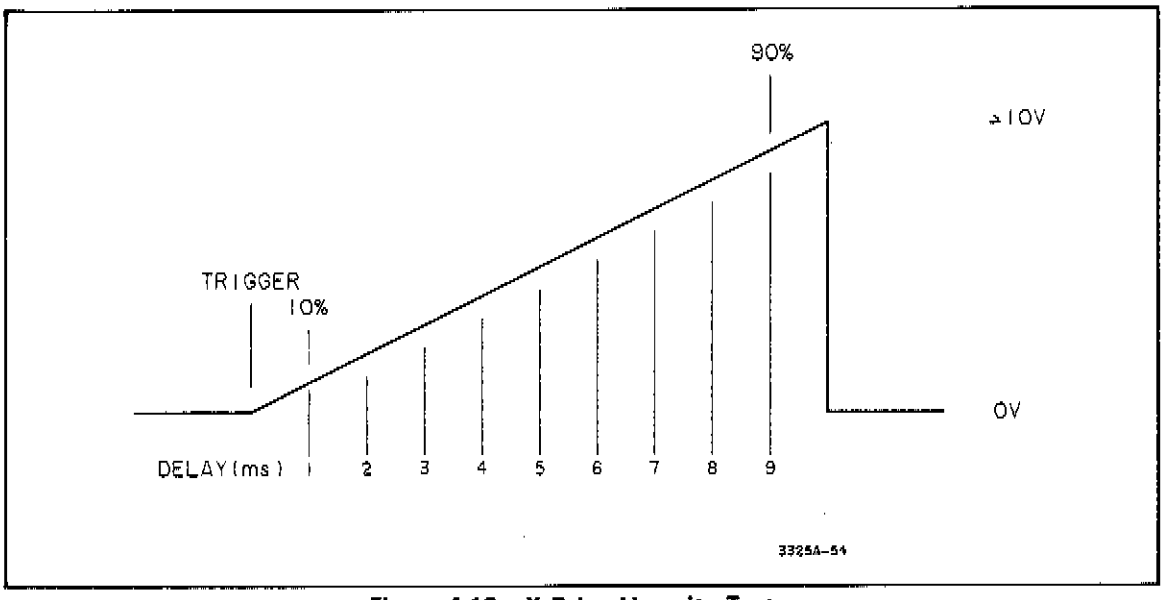

Figure 4-13. X Drive Linearity Test.
e. Set the digital voltmeter delay to .001 (seconds). Adjust the dc power supply for a digital voltmeter reading of −1.600 V. Record the digital voltmeter reading on the Performance Test Record under "X Drive Ramp Measurement, (10%), y_1." This is the 10% point on the X Drive ramp. See Figure 4-13.